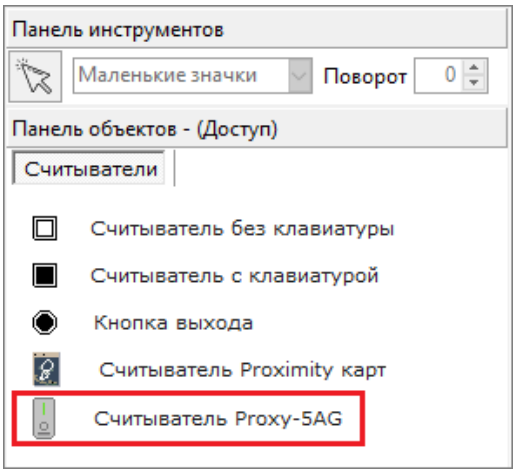

Рисунок 6-509 Добавленная кнопка на панели объектов - Доступ
– созданная кнопка пользовательского вида пиктограмм появится на соответствующей панели визуализации объектов (см. Рисунок 6-509);